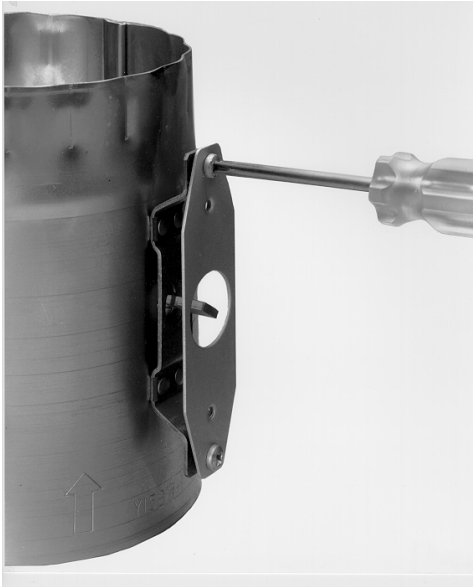

Figure 3: Installing Adapter Plate for M15 Replacement
7. Mount the M35BE adapter plate to the Y15 damper bracket with the screws provided (see Figure 3).